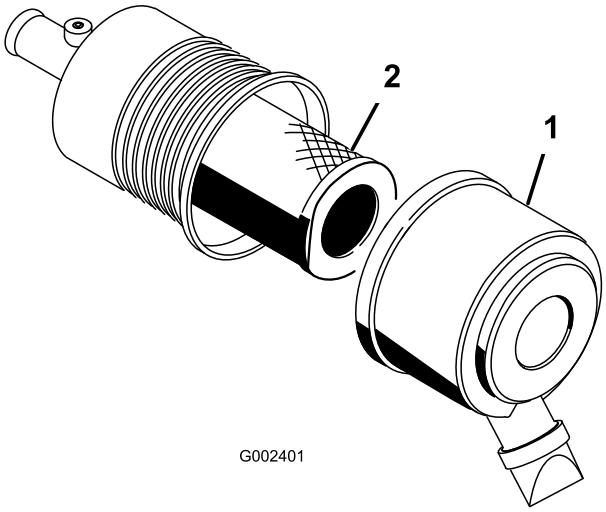

Figur 42
1. Åbn låsene på luftfilteret, og træk luftfilterdækslet af luftfilterhuset (Figur 42).
3. Skub forsigtigt primærfilteret ud af luftfilterhuset (Figur 42).
6. Hvis du skal udskifte sikkerhedsfilteret, skal du forsigtigt skyde det nye filter ind i filterhuset (Figur 42).
7. Skub forsigtigt primærfilteret over sikkerhedsfilteret (Figur 42).
8. Monter luftfilterdækslet med siden opad, og fastgør låsene (Figur 42).